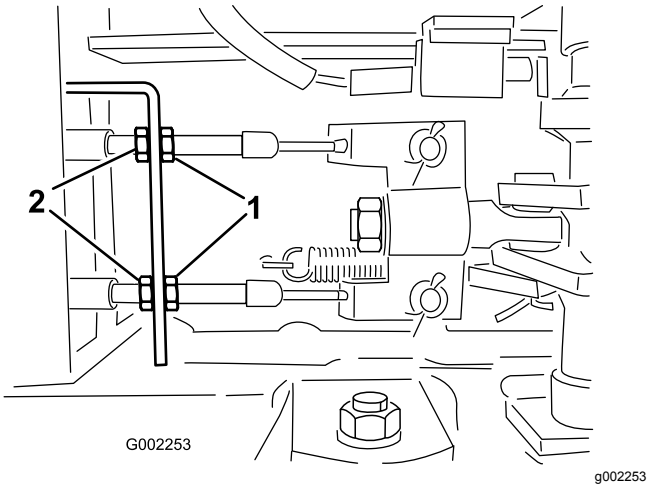

Figur 87
5. Luk aftapningsventilen (Figur 87).
5. Løsn de forreste møtrikker på bremsekablerne under sprøjtens forende (Figur 87).
6. Stram de bageste møtrikker lige meget, indtil bremsepedalen bevæger sig mellem en og to cm, før du mærker modstand (Figur 87).